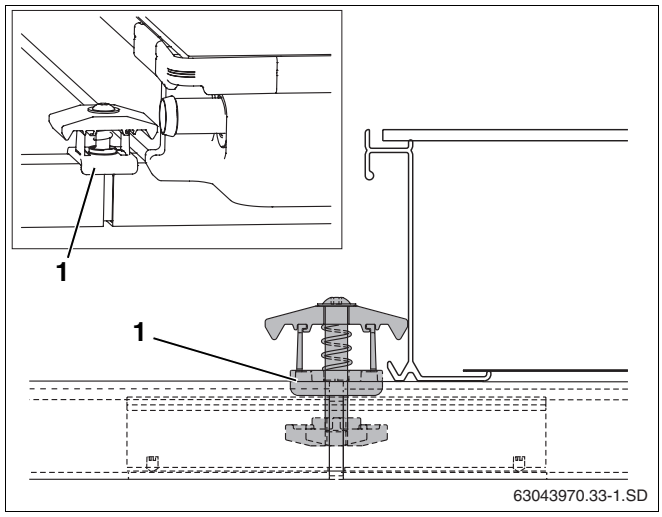

Abb. 48 Doppelseitigen Kollektorspanner montieren
- Doppelseitigen Kollektorspanner mit der Mutter voran so in die Öffnung der Profilschiene und des Steckverbinders legen, dass der Kunststoff-Distanzbock (Abb. 48, **Pos. 1**) die Profilschiene umgreift.